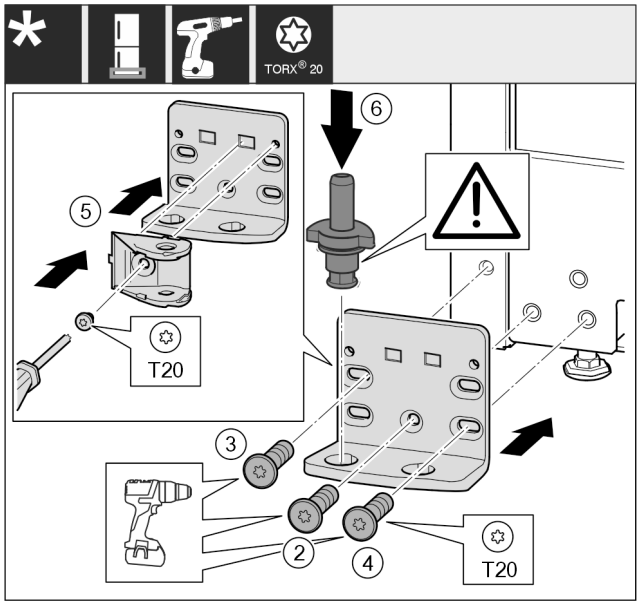

*Fig. 49 **
- Pielieciet gultņa balstu otrā pusē un pieskrūvējiet, izmantojot skrūvgriezi. Sāciet apakšā pa vidu ar skrūvi *Fig. 49 (2)*.*
- Pieskrūvējiet skrūvi *Fig. 49 (3)* un skrūvi *Fig. 49 (4)*.*
- Pagrieziet durvju amortizatora savienojumu *Fig. 49 (5)* par 180°. Pieskrūvējiet ar skrūvgriezi gultņa balsta otrajā pusē.*
- Pilnīgi ievietojiet gultņa tapu *Fig. 49 (6)*. Uzmaniet, lai fiksācijas izcilnis būtu vērsts virzienā uz aizmuguri.*